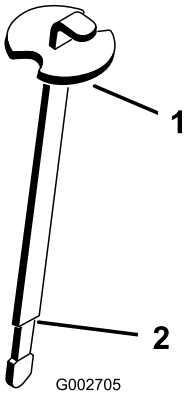

Figur 16
3. Fjern peilestaven fra påfyllingshalsen, og tørk av den med en ren fille. Før peilestaven ned i påfyllingshalsen før du tar den ut og kontroller oljenivået. Oljenivået må nå opp til merket (innsnevret område) på peilestaven (Figur 16).